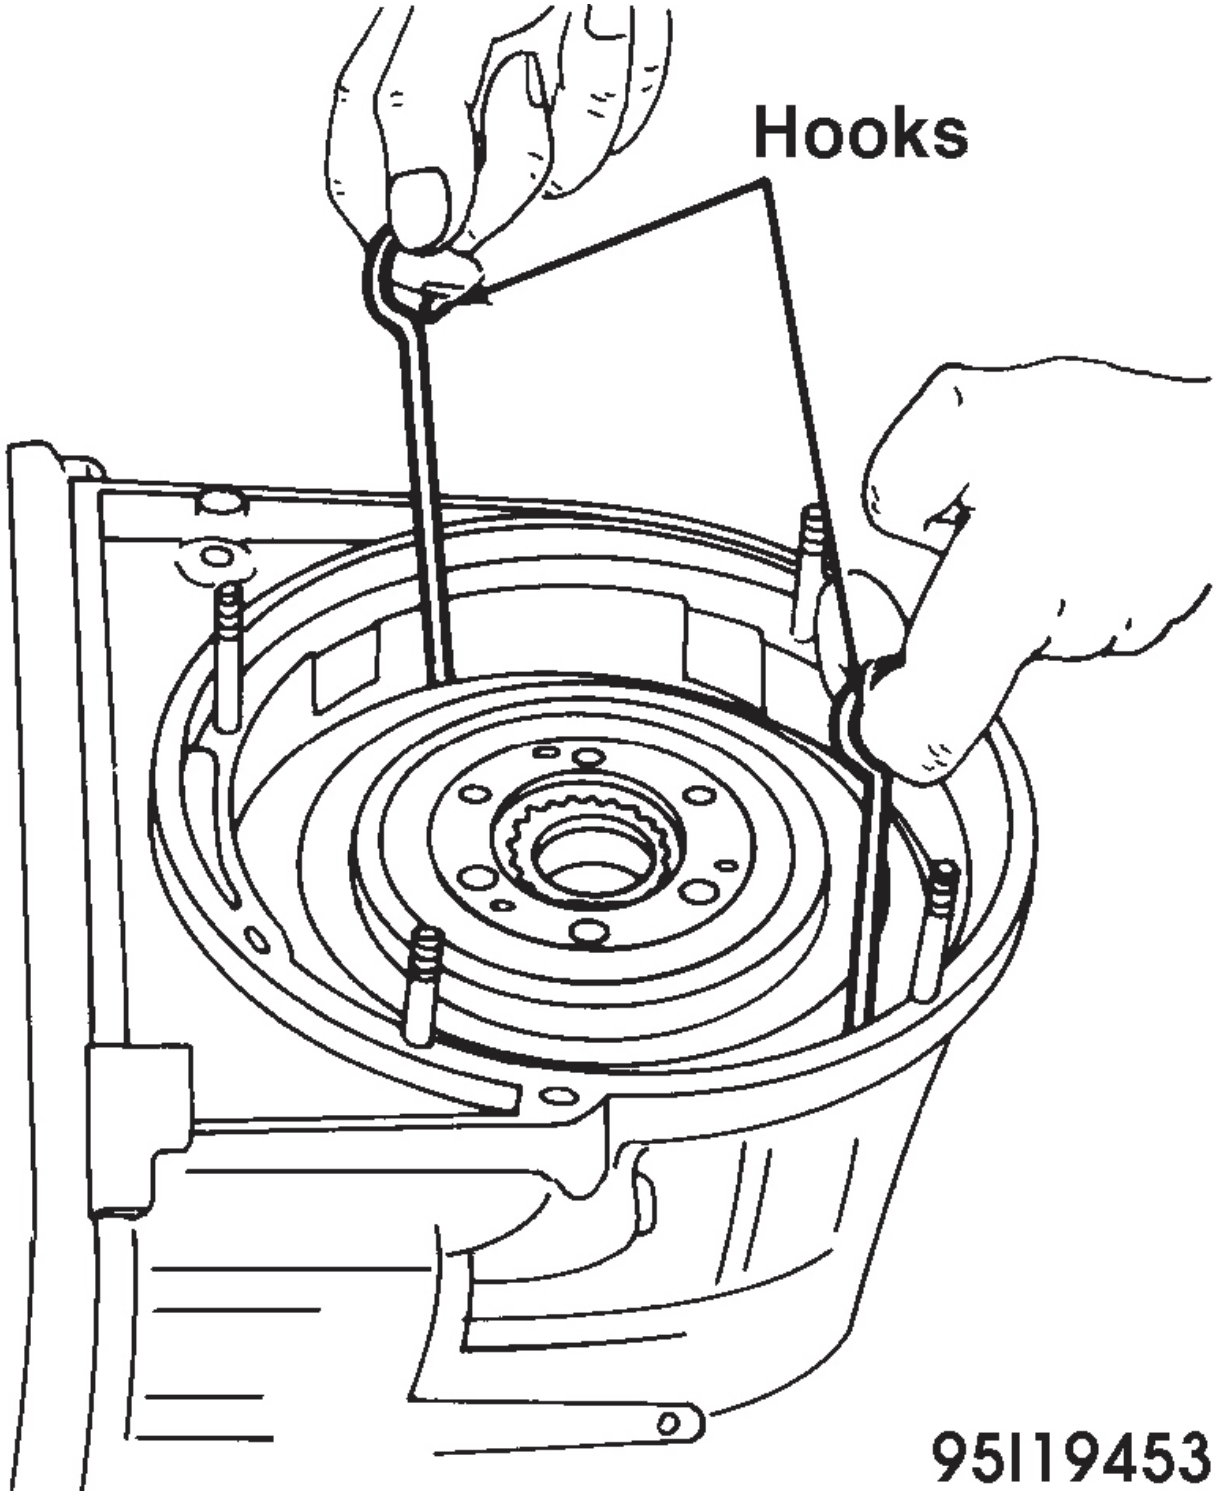

Fig. 8: Removing One-Way Clutch From Case
7. Using screwdriver, pry out large circlip retaining one-way clutch assembly in case. Fabricate 2 hooks from 3/16" welding rod. Using hooks, lift one-way clutch, internally and externally splined 1st/Reverse gear brake discs (3 fiber and 3 steel) and the reverse planetary gear set from case. See **Fig. 8**.